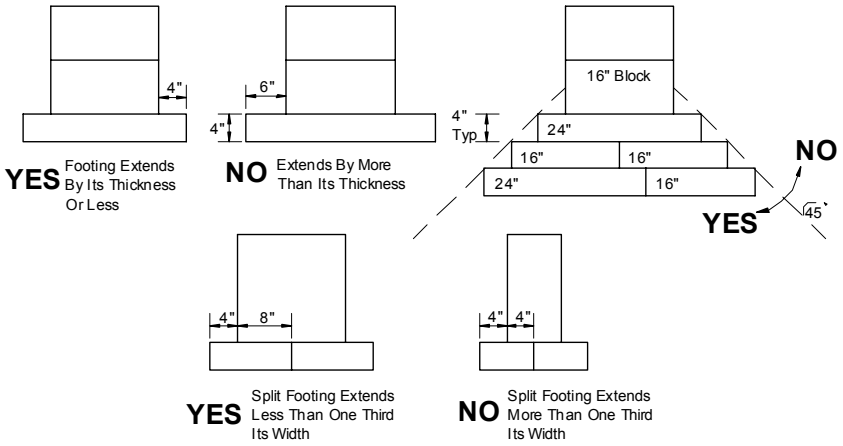

Figure 12. *Maximum footing extensions*
- Design footings with a footing extension (projection beyond the base of the pier) no greater than the footing thickness (**Figure 12**). Increase footing thickness if necessary.